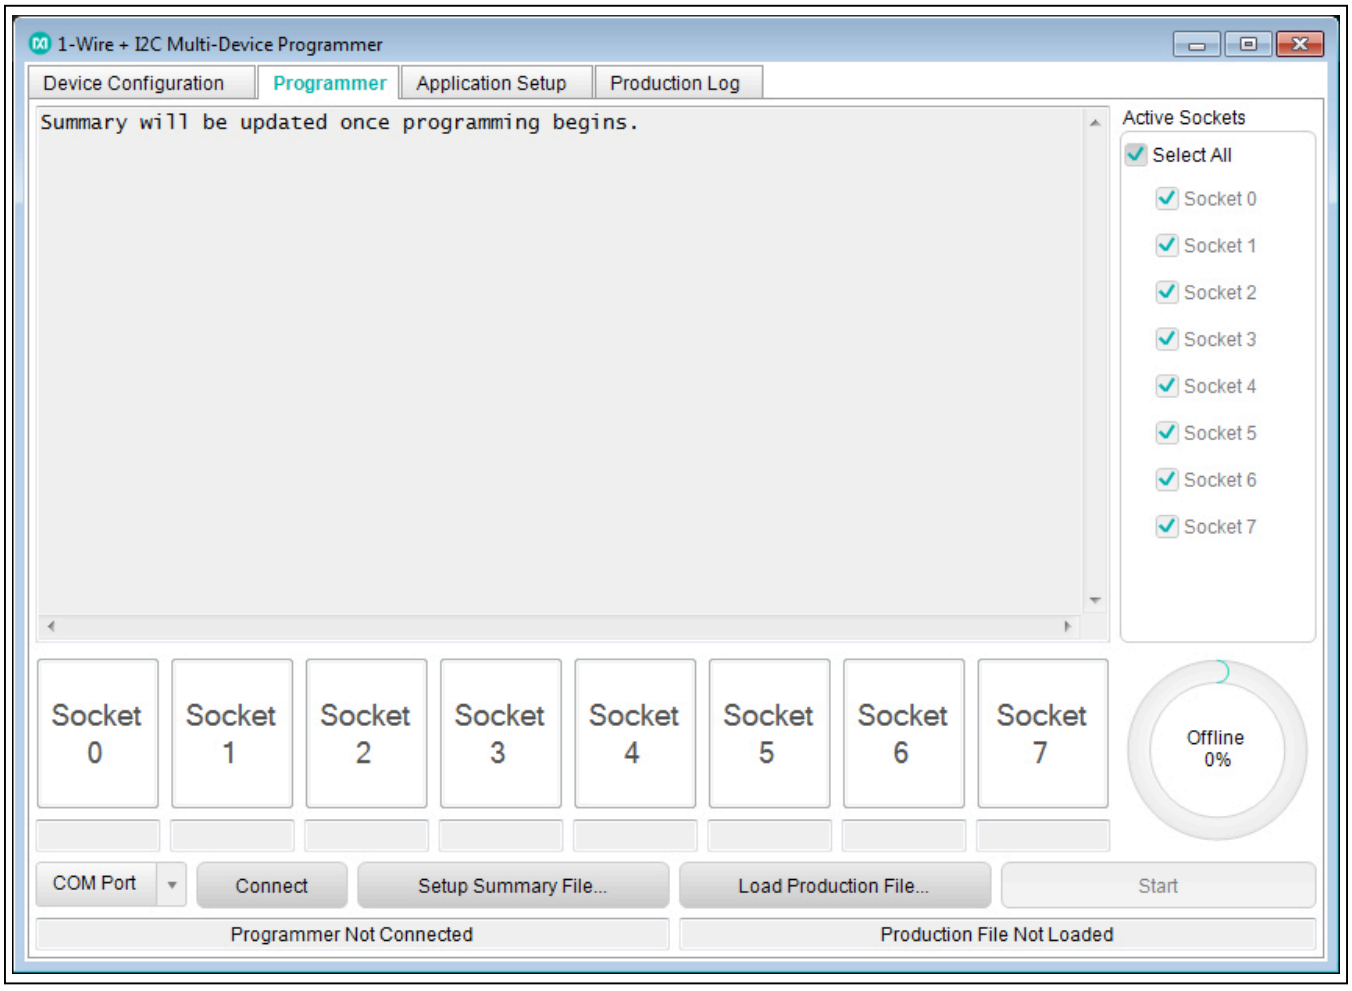

Figure 4. Programming Dialog
2) Navigate to the **Programmer** tab and select the active sockets as shown in Figure 4. An error is generated during programming if an active socket is not populated with an IC.